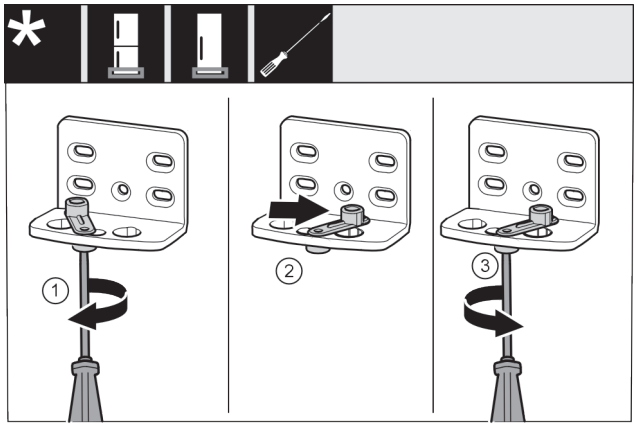

Fig. 16
▶ Visser sans serrer la vis *Fig. 16 (1)* avec un tournevis.
▶ Soulever l'aide à la fermeture de la porte *Fig. 16 (2)* et la tourner à 90° vers la droite dans l'alésage.
▶ Serrer la vis *Fig. 16 (3)* avec un tournevis.